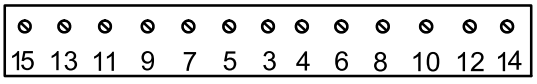

Rysunek 24
6. Dokręć śruby z momentem 25,4 N·m w kolejności wskazanej na Rysunek 24.